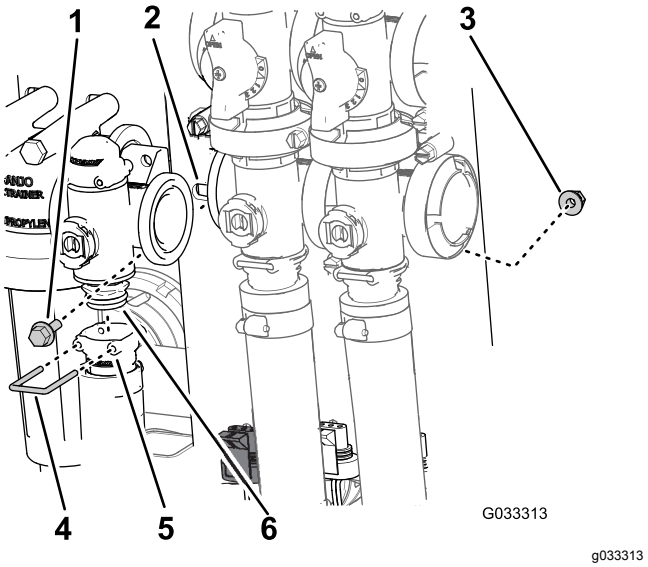

Figur 63
2. Fjern holderen som sikrer utgangsnippelen til manifoldet for mengderegulatorventilen (Figur 63).
3. Fjern de to flenshodeboltene og de to flenslåsemutterne som sikrer mengderegulatorventilen, og fjern ventilmanifolden fra maskinen (Figur 63).